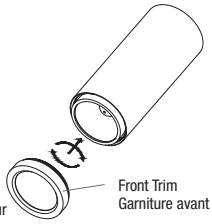

**Fig. 1f**
6. Screw the front trim in (Fig. 1f).
6. Visser la garniture avant (Fig. 1f).